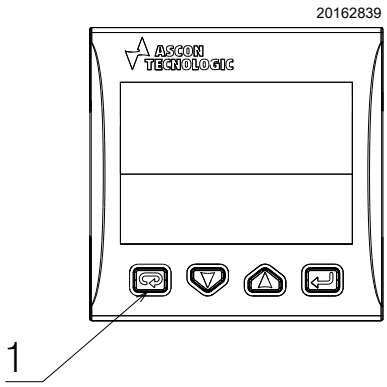

Fig. 34
- ➤ reset the alarm condition by pressing the button 1)(Fig. 34) on the temperature control;